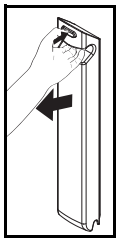

Fig. 3
4) Fjern batteripakken fra laderen når batteriet er fullt ladet. Dette gjøres ved å trykke på den røde knappen og trekke batteripakken mot deg (se Fig. 3). LED-indikatoren lyser grønt for å vise at laderen er koblet til strømnettet.